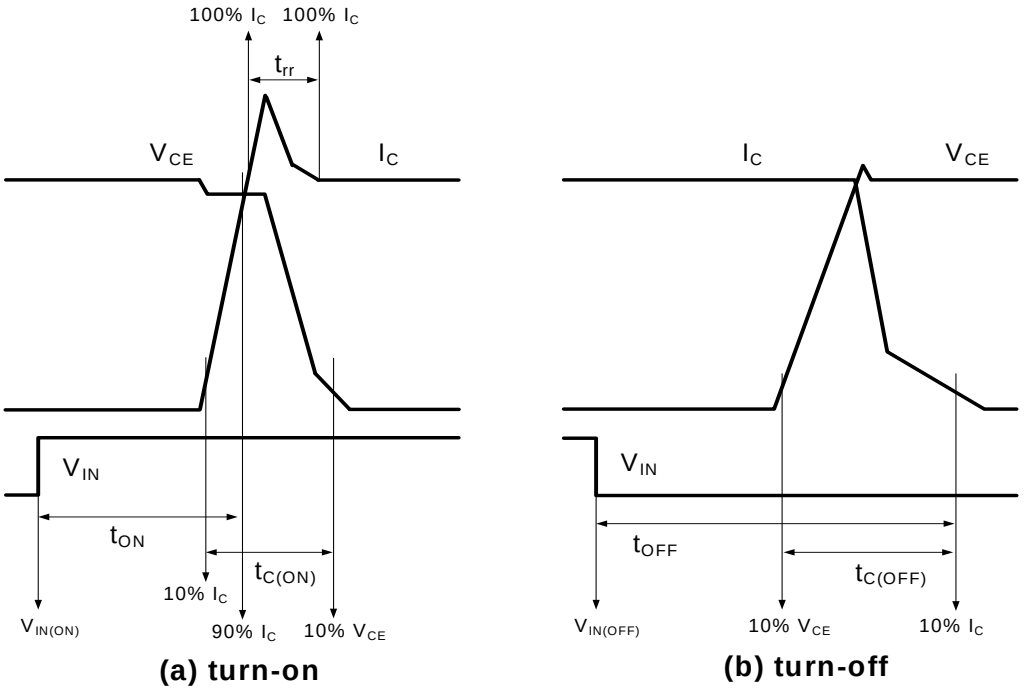

Figure 4. Switching Time Definition
6. t_{ON} and t_{OFF} include the propagation delay time of the internal drive IC. $t_{C(ON)}$ and $t_{C(OFF)}$ are the switching time of IGBT itself under the given gate driving condition internally. For the detailed information, *please see Figure 4*.